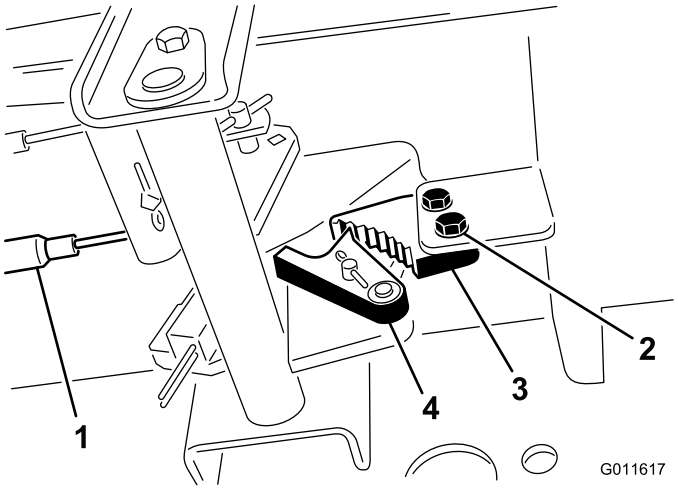

**Figura 67**
1. Afloje los 2 tornillos que fijan el trinquete del freno de estacionamiento al bastidor (Figura 67).
2. Pise el pedal del freno de estacionamiento hacia adelante hasta que la uña se engancha a fondo en el trinquete del freno (Figura 67).